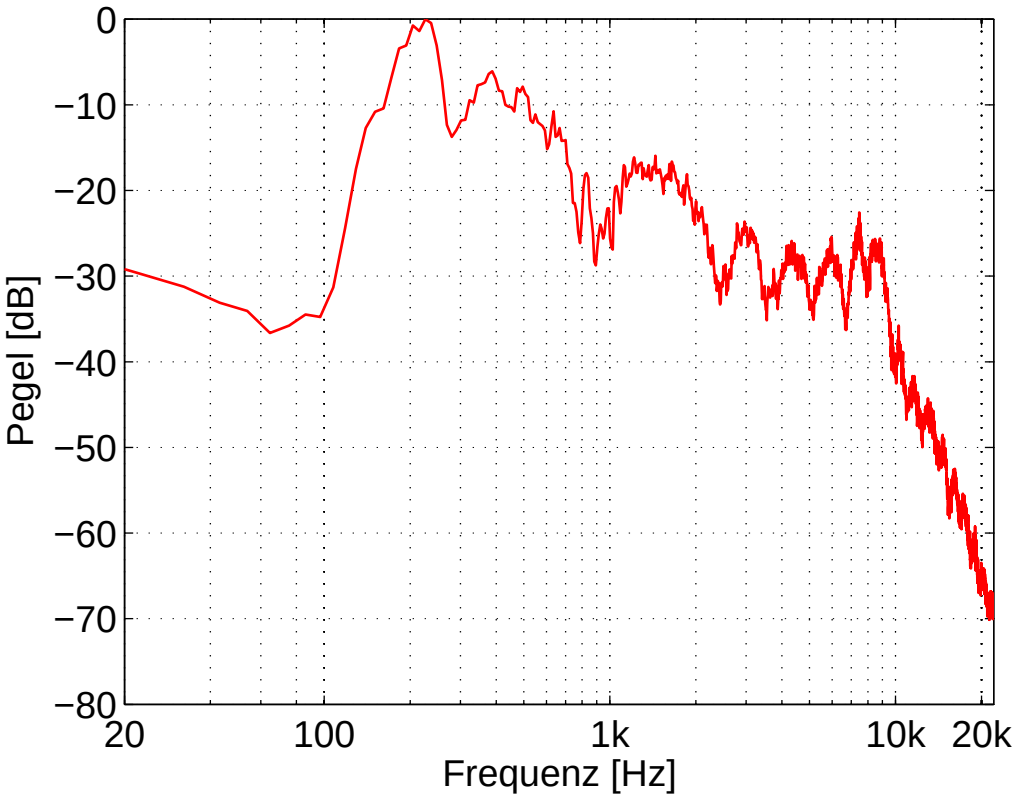

Abbildung 30: Spektrum „Rauschen Englischer (US) Matrix Test“
Das Amplitudenspektrum des Kalibriersignal der Messung „Englischer (US) Matrix Test“ (Rauschen Englischer (US) Matrix Test) ist in Abbildung 30 abgebildet. Das Spektrum wurde auf 0 dB normiert.